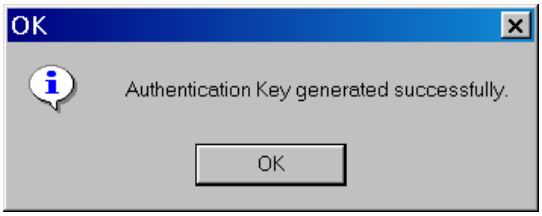

Figure 4-7 Authentication Key Generated Successfully Dialog Screen
9. Select **OK**, TapTalk® will display the "Authentication Key generated successfully" dialog screen (Figure 4-7).